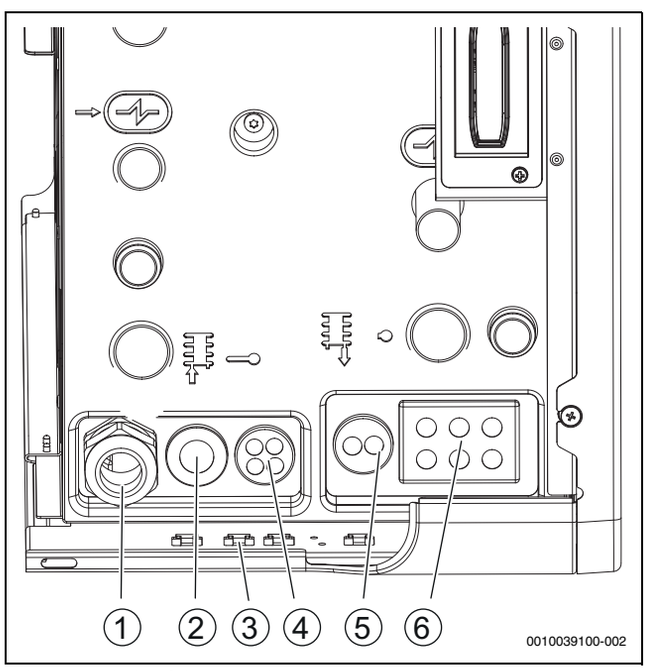
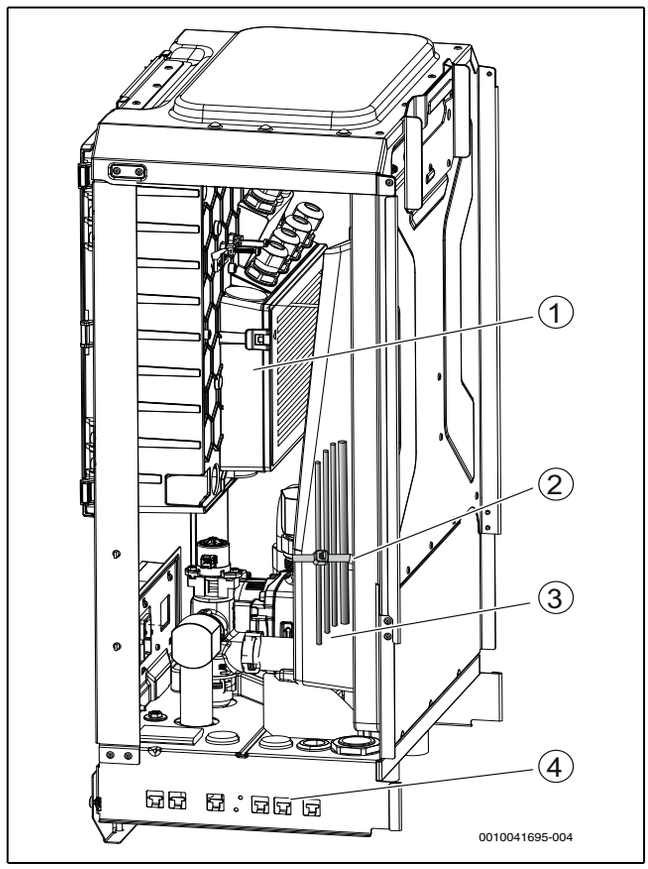

Bild 25 Kabeleinführungen der Inneneinheit
Bild 26 Kabelführung
– Anschlusskabel über die Kabeldurchführungen auf der Unterseite der Inneneinheit führen. Die richtige Reihenfolge der Kabel ist Abbildung 25 zu entnehmen.
– Kabel mit Kabelbindern an den Befestigungspunkten befestigen (→Abbildung 25 [3], Abbildung 26 [2], [4]). Darauf achten, die Kabel nicht über Kreuz zu verlegen.
– Kabel in der Inneneinheit verlegen und befestigen (→Abbildung 26).
– Nach dem Einführen des Kabels die Kabelverschraubung festziehen (→Abbildung 25 [1]).